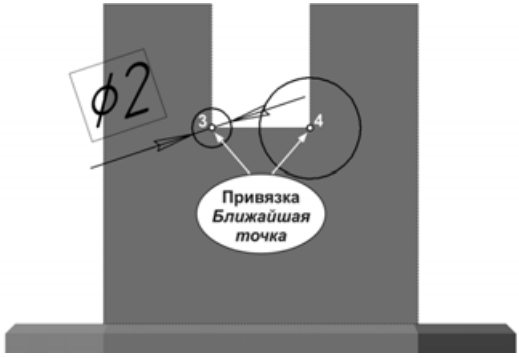

Рис. 5.97
- В левом нижнем углу прямоугольного паза постройте окружность (рис. 5.97). Центр окружности укажите в точке 3 с помощью привязки **Ближайшая точка**. Проставьте диаметральный размер окружности и установите его значение равным 2.